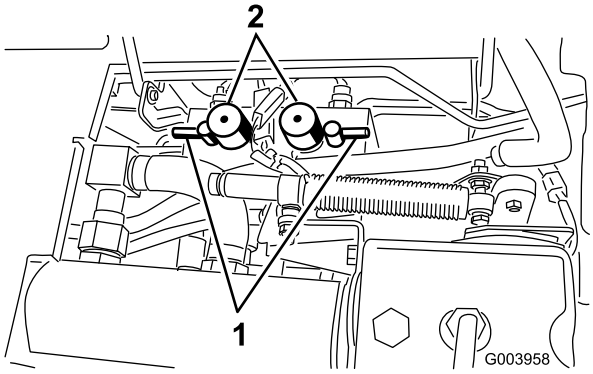

Rysunek 84
5. Ustaw oba elementy sterujące prędkością wirników w położeniu 1 (Rysunek 84).
6. Wybierz przednią, tylną lub obie dźwignie ostrzenia, aby wybrać zespoły przeznaczone do ostrzenia (Rysunek 84).